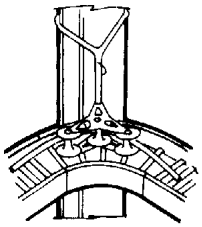

Figure 5.5
b. On horizontal bends and vertical pulls, the cables are generally run through pulleys or sheaves to maintain a minimum bending radius (See Figures 5.5 and 5.6). Pulleys and sheaves must be of sufficient diameter to prevent pinching the cable between the pulley flanges. Each cable will have a minimum bending radius that must be maintained to prevent damage to the cable. Contact the cable manufacturer for the proper minimum bending radius. Multiple pulling tools may be required at one bend to maintain this radius. Be careful with the entry and exit angle of the cable at the pulling tool, as this angle can exceed the bending radius.